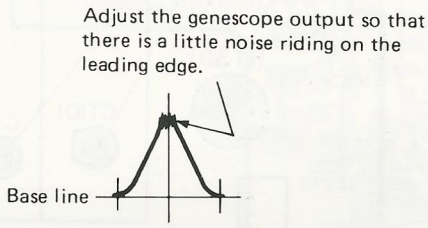

Fig. 2
3. Feed in a weak signal to TP101 from the genescope. Adjust T101 and T201 for maximum gain and the waveform indicated in Figure 2. If the center of the waveform cannot be lined up on the marker, adjust the right/left balance.